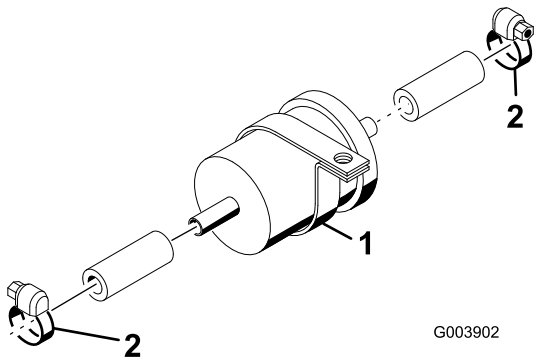

Figur 56
3. Lossa slangklämmorna på bägge ändar av förfiltret och dra av bränsleledningarna från det (Figur 56).
5. Trä på bränsleledningarna på det nya förfiltret och fäst dem med slangklämmorna (Figur 56).